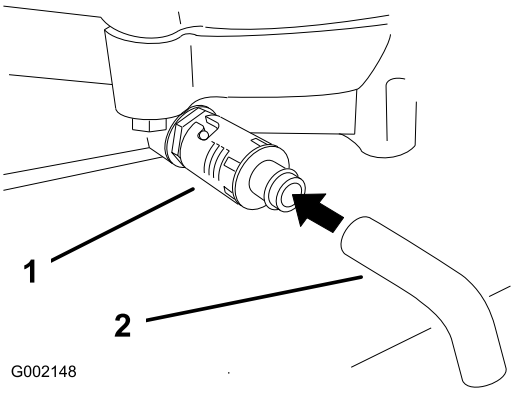

Figur 24
4. Sett et fat under tappehullet. Snu på oljetappeventilen slik at oljen tømmes (Figur 24).